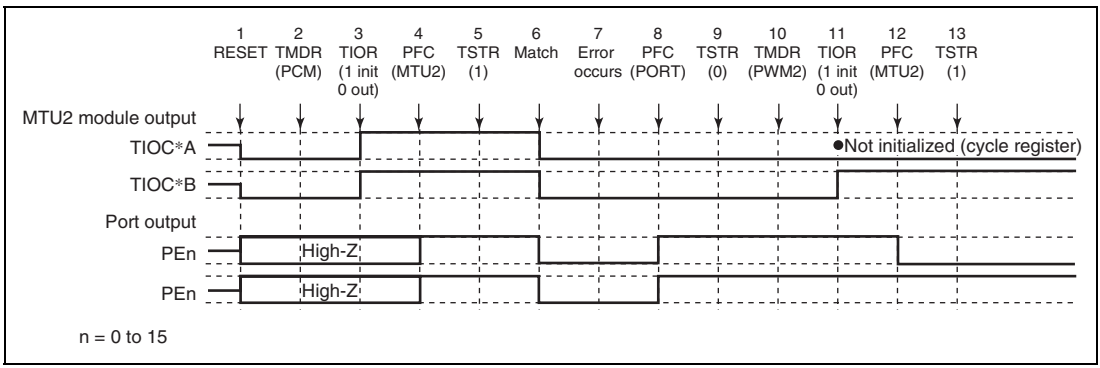

**Figure 10.156 Error Occurrence in Phase Counting Mode, Recovery in PWM Mode 2**
**Operation when Error Occurs during Phase Counting Mode Operation, and Operation is Restarted in PWM Mode 2:** Figure 10.156 shows an explanatory diagram of the case where an error occurs in phase counting mode and operation is restarted in PWM mode 2 after re-setting.